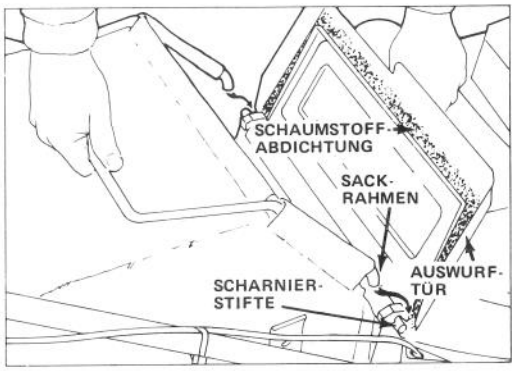

Bild 11
2. EINBAU DES SACKS – Auswurftür anheben und Sackrahmen auf Scharnierstifte haken (Bild 11). Den Sack auf dem Mähergehäuse über der Auswurföffnung aufliegen lassen. Tür schließen und sicherstellen, daß der obere Rand der Sacköffnung abgedichtet ist.